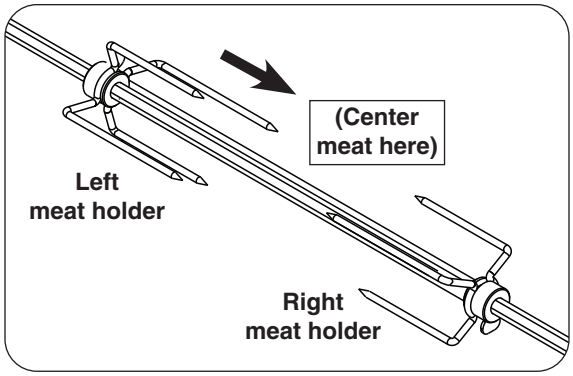

**Fig. 18-4** Install meat holders
4. Slide right meat holder into position on rotisserie rod as shown in Fig. 18-4 and tighten screw.
5. Slide meat onto rod and into holder (Figs. 18-4).
6. Slide left meat holder onto rod and into meat (Fig. 18-4). Tighten thumb screw.